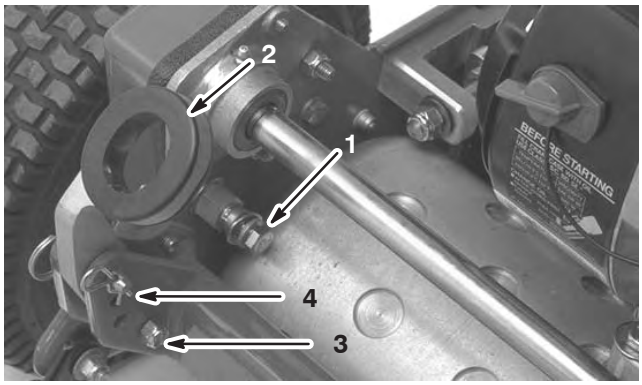

Figura 1
1. Retire el tornillo de caperuza, la arandela y la arandela de freno del pasador de montaje en cada lado del cortacésped, según se muestra en la Figura 1.
2. Retire los tornillos de caperuza y las contratuercas que sujetan la parte inferior de los brazos del manillar a cada lado del cortacésped, según muestra la Figura 1.